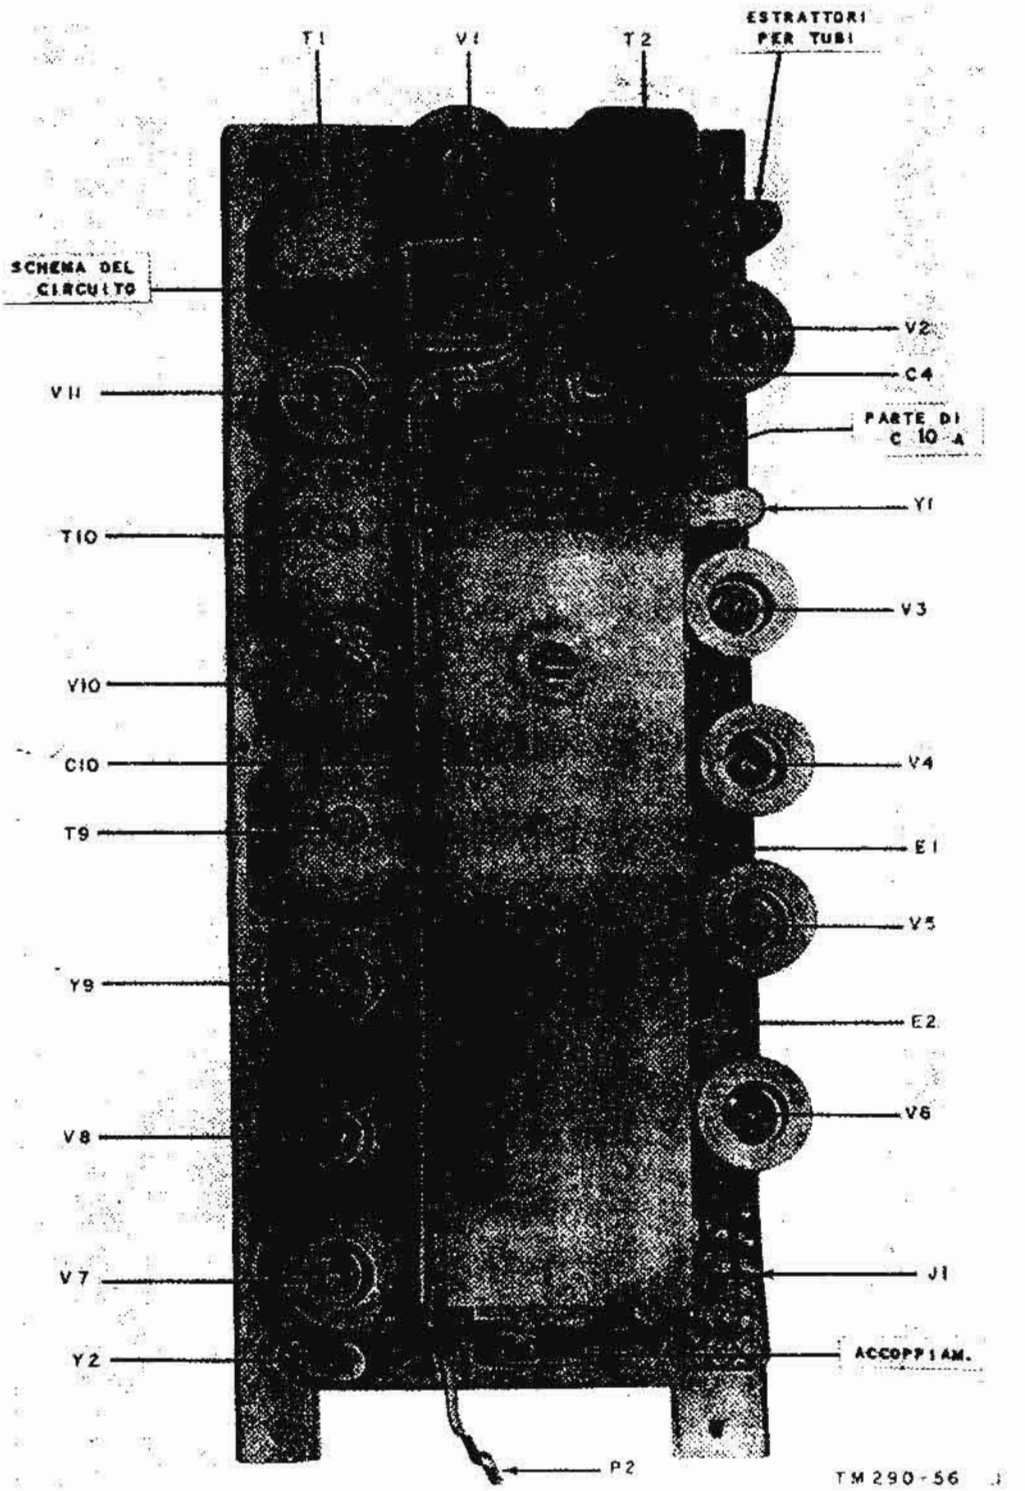

FIG. 45 - Rice-Trasmettitore RT-70(*)/GRC, fiancata dei componenti dello chassis RF.
(9) Liberare con cura il telaio FI dal resto del complesso. Fare attenzione a non deformare il telaio ed a non danneggiare qualche componente montato sul telaio RF o sul telaio FI.
*c. Rimozione del telaio RF.* Le figure 45, 46 e 47 presentano una veduta laterale dei componenti e del cablaggio sul telaio RF. Per disimpegnare il telaio RF, procedere come segue:
*h*. Ispezionare il condensatore variabile sul telaio RF rilevando l'eventuale accumulo di sporcizia o polvere. Esaminare le piastre, rilevando eventuali segni di danni, scorretto allineamento o deformazioni, che possono provocare il loro contatto con le altre piastre, durante la rotazione. Controllare che non siano allentati i terminali, le minuterie di montaggio e le connessioni. Assicurarsi che le due piastre fessurate sull'albero posteriore del condensatore siano montate saldamente e che, in posizione di massima rotazione in senso antiorario dello albero del condensatore, l'ultimo segmento delle piastre sia allineato con l'indice montato sulle sporgenze uscenti dal condensatore (fig. 45).